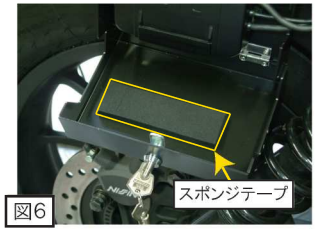

図6
2. BOX本体のフタ側にETC本体に当たる位置にスポンジテープを貼ります。（図6参照）